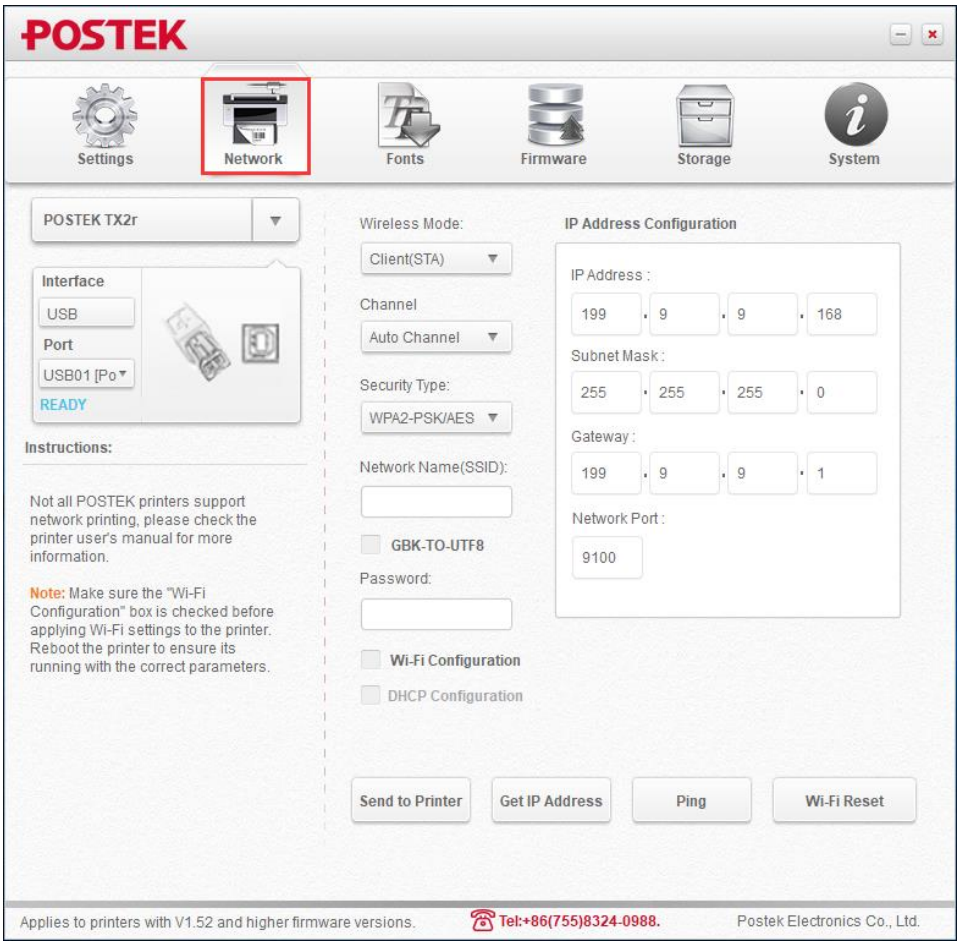

Figure 2-34 Open the Utility
3. Open the Utility software and click "Network", as shown in Figure 2-34.